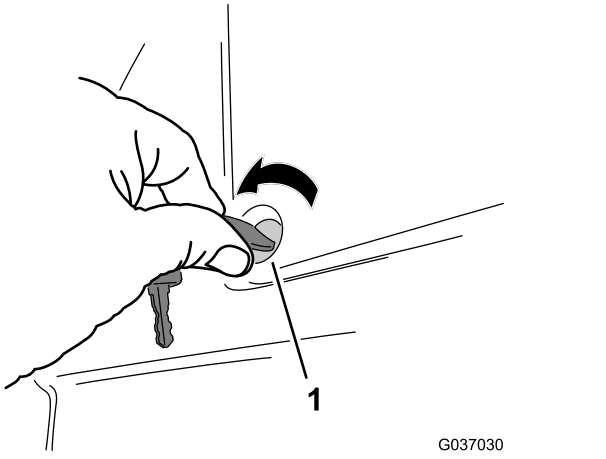

Figura 1
1. Gire en sentido antihorario las 2 fijaciones de cuarto de vuelta que fijan la cubierta de la batería a la plataforma del operador y retire la cubierta (Figura 1).